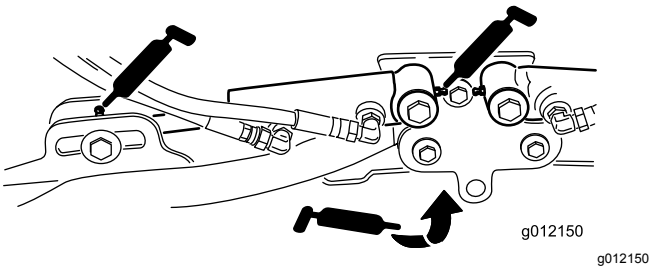

Figur 77
- Klippenheternas lyftarmscylindrar (2 var) (Figur 77)
- Lyftarmens svängtappar (1 var) (Figur 77)